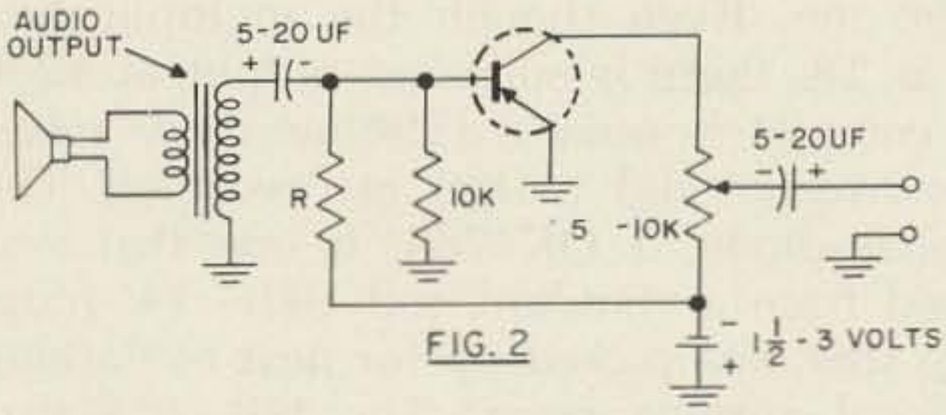

FIG. 2
2. *A speaker mike.* (See Fig. 2.) The value of R is such that ½ the supply voltage will